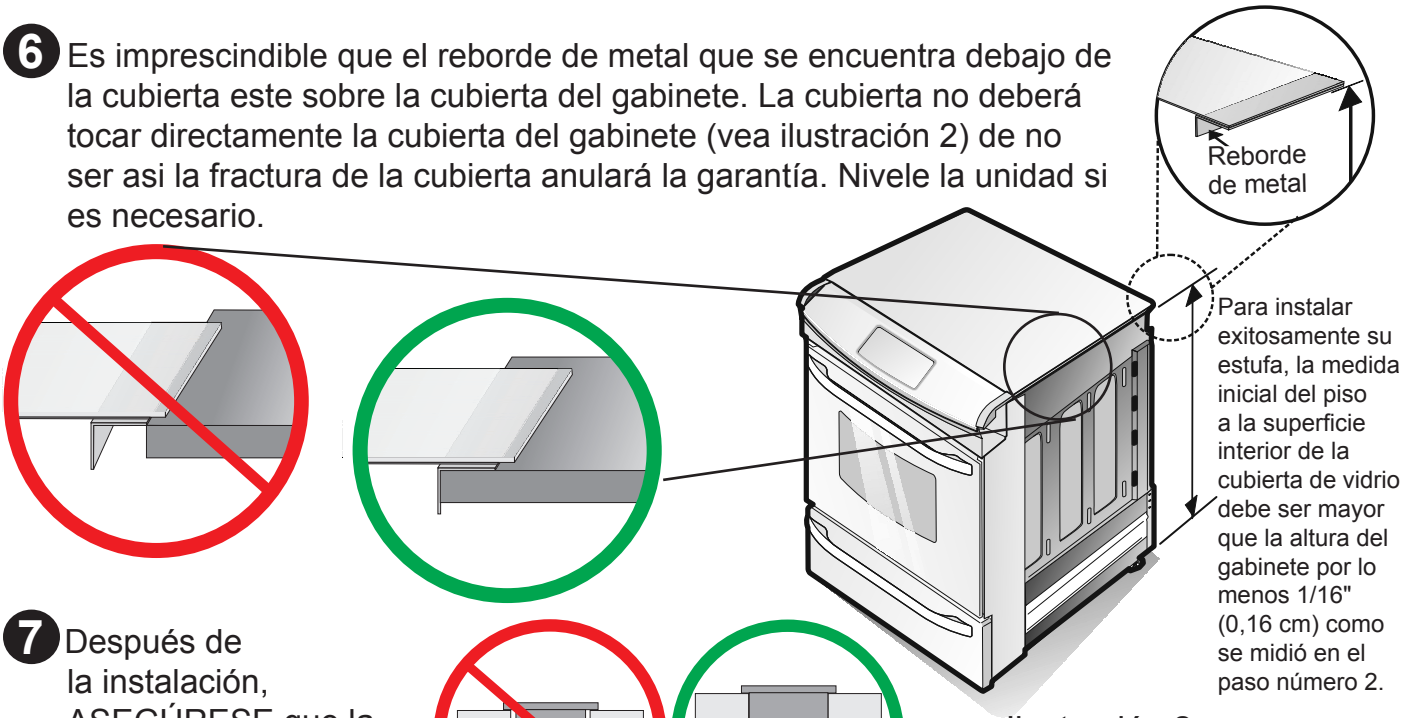

Ilustración 2
3. Nivele la estufa utilizando las 4 patas ajustables delanteras de manera que la altura del suelo a la parte de abajo del reborde de metal sea de al menos1/16" (0,16 cm) (vea ilustración 2).
6. Es imprescindible que el reborde de metal que se encuentra debajo de la cubierta este sobre la cubierta del gabinete. La cubierta no deberá tocar directamente la cubierta del gabinete (vea ilustración 2) de no ser asi la fractura de la cubierta anulará la garantía. Nivele la unidad si es necesario.